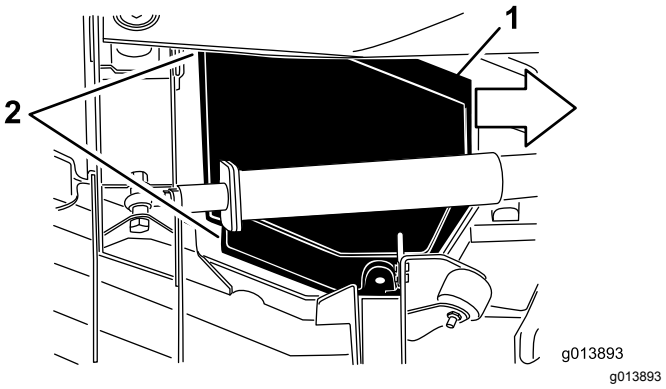

Figur 67
5. Løft skærmen, og skub den i retning af traktionsenheden (ca. 2,5 cm) for at løfte skærmens yderste kant fra skjoldet (Figur 67).